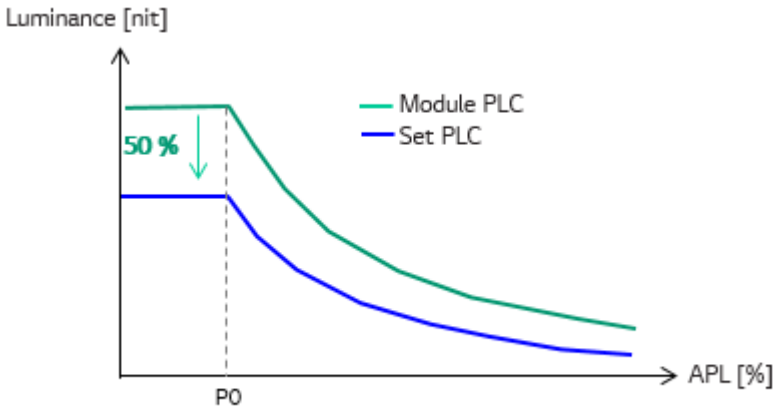

Fig. 1. Set PLC Curve
(1) It is recommended to the set the Gaming Display Set Peak Luminance to 50% of the Module Peak Luminance at P0 point in Default display mode for considering power savings and prevention of Image retention. (Fig. 1. Set PLC Curve)
Any kind of damage on the edge of the polarizer is not allowed. <Fig.1>